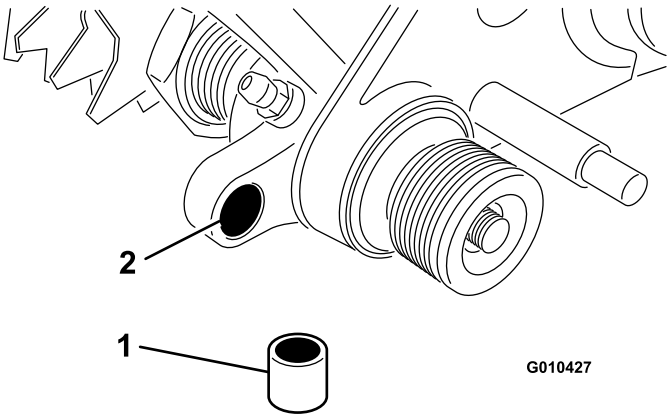

Figur 13
5. För in en bussning i hålet i vänster drivaggregat (Figur 13).